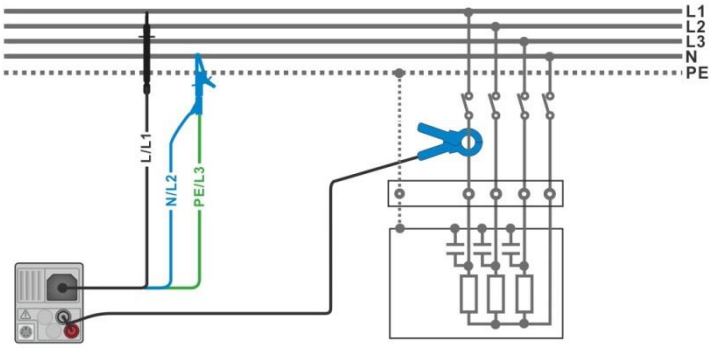

Figure 7.73: Harmonics measurement
- Connect the voltage test leads and current clamp to the item to be tested, see ***Figure 7.73***.